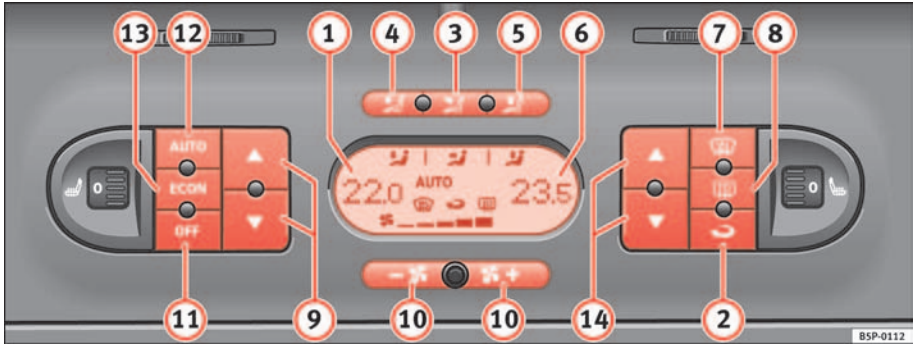

Fig. 127 On the dash panel: 2C Climatronic controls
– To enter manual mode, press one of the buttons ⇒ fig. 127 (3) to (5), ECON or press the airflow control (10). The symbol AUTO will disappear from the display. ▶
– Press the button ⇒ page 156, fig. 127 (2) to switch air recirculation mode on or off. It is switched on if the following symbol appears in the display .